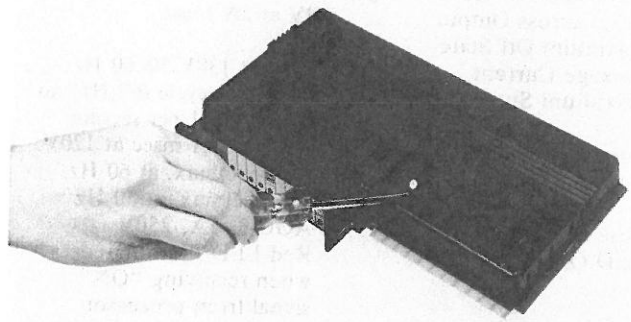

Figure 5 — Fuse Removal
4) Use a fuse puller or small blade screwdriver to pry up one end of the fuse, being careful not to damage the printed circuit board underneath. See Figure 5.